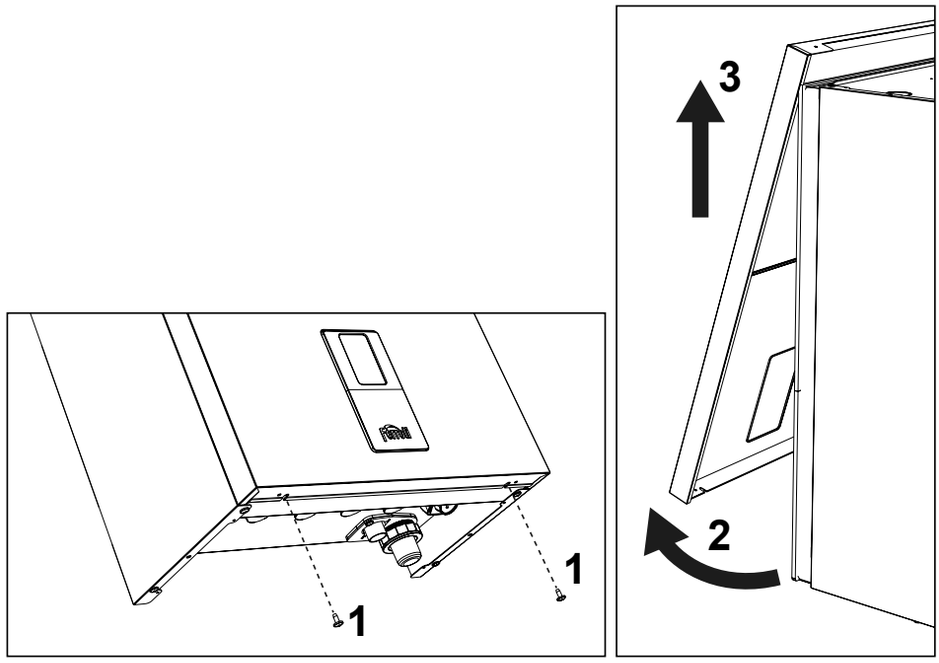

Рис. 41. Открытие передней панели
1. Открутите винты «1» (см. рис. 41).